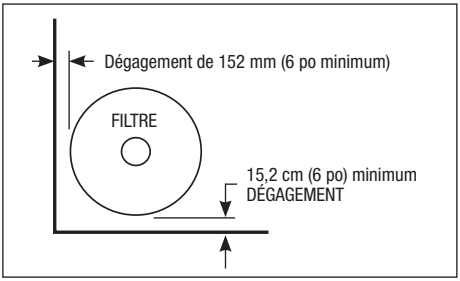

Figure 2. Emplacement du filtre
3. Installer les commandes électriques à au moins cinq (5) pieds du filtre. Cela laissera suffisamment d'espace pour rester à l'écart du filtre au moment du démarrage.
4. Laisser un espace suffisant autour du filtre pour permettre une inspection visuelle l'anneau du serre-joint. Voir la Figure 2.